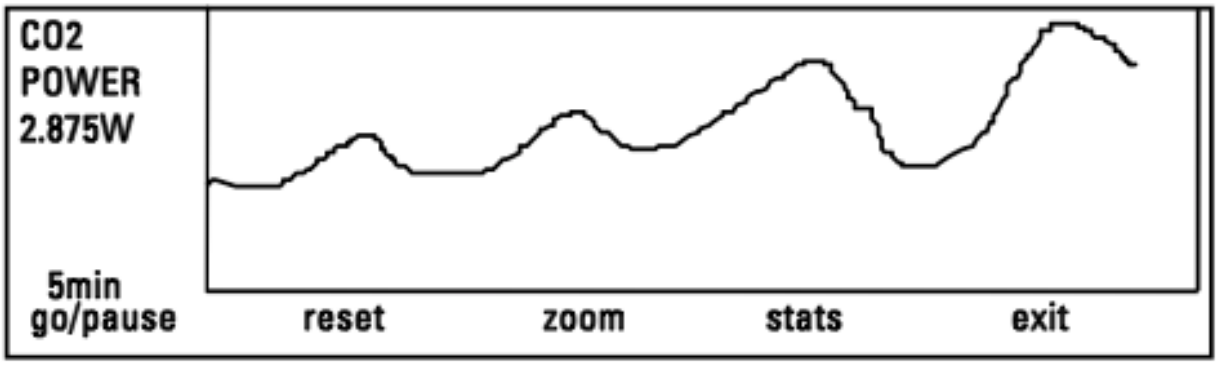

Рис. 8. График мощности лазера во времени
3. Нажмите "log" и вы перейдете в окно построения графика мощности (см. рис. 8). Нажмите "go" и измерение начнется незамедлительно. Кнопка "go" изменится на кнопку "pause" (пауза). Если вы хотите приостановить процесс измерения, не теряя записанные данные, нажмите "pause". Нажмите "pause" еще раз чтобы продолжить измерения. Когда регистр данных будет заполнен, на экране загорится надпись "FULL". Если в любой момент времени будет нажата клавиша "zoom", масштаб окна увеличится в пять раз в окрестности текущего значения мощности. Нажмите "zoom" еще раз, чтобы вернуться к обычному режиму отображения. Если вы хотите начать новое измерение и не сохранять уже записанные данные - нажмите "reset" (сброс). Если вы хотите сохранить данные перед началом проведения нового измерения - обратитесь к следующему разделу.